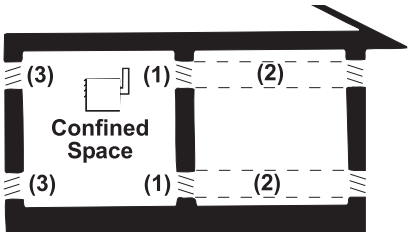

Figure 4. Required Openings for Combustion Air
For confined space installation of unit heater models APD, UDAP, and UDBP (including those with CV option), provide openings (depending on the combustion air source) near the floor and ceiling for ventilation and air for combustion, as shown in **Figure 4**.
Add the total BTUh of all appliances in the confined space and calculate the size of each top and bottom opening as follows (note that (1), (2), and (3) refer to **Figure 4**):
(1) Air from inside the building: calculate opening size as 1 square inch free area per 1,000 BTUh (never less than 100 square inches of free area for each opening).
(2) Air from outside through the duct: calculate opening size as 1 square inch free area per 2,000 BTUh.
(3) Air direct from outside: calculate opening size as 1 square inch free area per 4,000 BTUh.